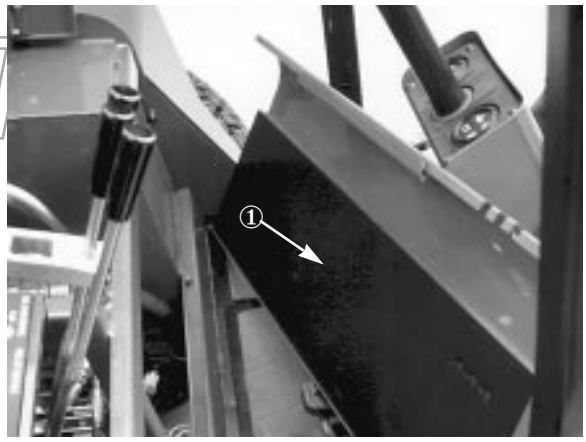

Fig. 17
3. Sollevare il pannello frontale e toglierlo (Fig. 17).